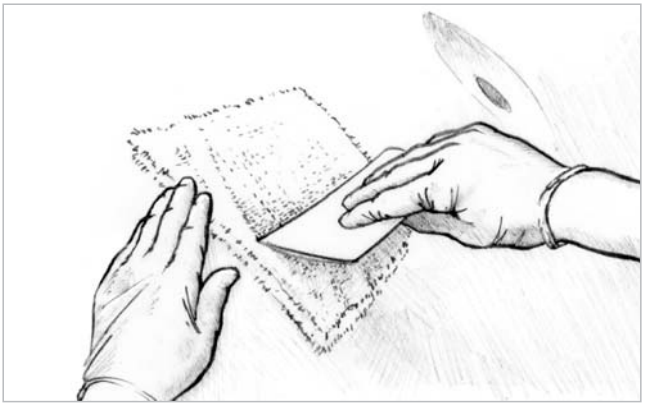

Figure 4-3 *Smooth the wet-out fabric against the waxed panel to laminate a backer that matches the panel contour.*
4. Place the wet-out fabric against the waxed panel *(Figure 4-3)*. Use a spreader to smooth the cloth against the panel and remove excess epoxy. The paste wax will prevent the cloth from becoming bonded to the panel. If the hole is in a flat or moderately curved area of the panel, the backer can be laminated on the flat table. The cured backer should be flexible enough to conform to a moderately curved panel. Allow the backer to cure thoroughly.